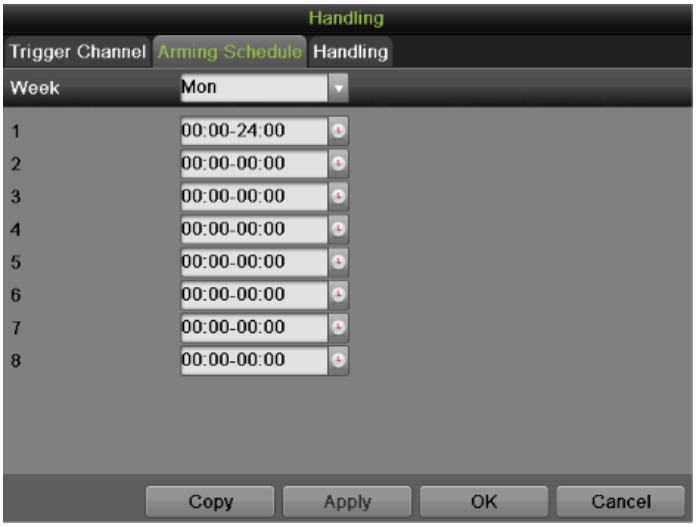

Figure 90 Arming Schedule Settings Menu
2) Select the Arming Schedule tab, as shown in Figure 90. Choose one day in a week and set an arming schedule. If the schedule can also be applied to other days, click Copy. Click the Apply button to save the settings.